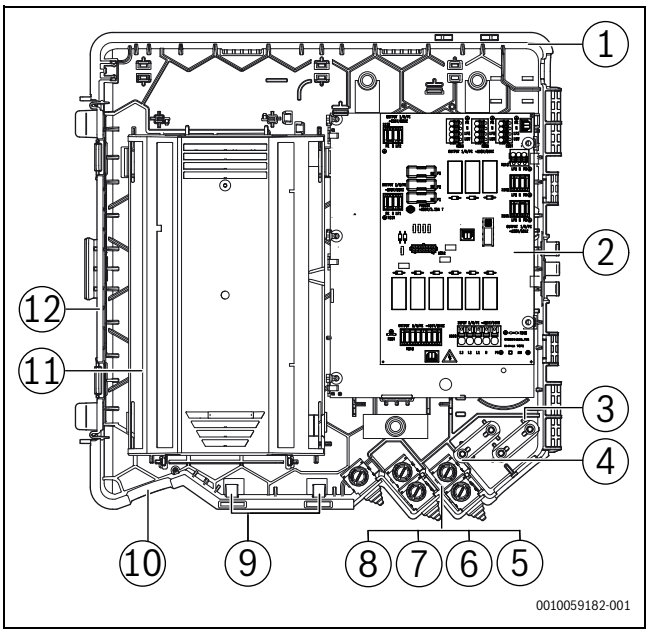

Afb. 40 Kabelinstallatie in het aansluitbereik voor de vermogenskabel
- Bevestig de hoofdstroomvoorzieningskabel (om de elektrische bijverwarming van stroom te voorzien) met de klem [3] (→ afb. 40, pagina 31) en sluit aan op aansluitstekker **X200**.
- Bevestig de hoofdstroomvoorzieningskabel (om de elektrische bijverwarming van stroom te voorzien) met de klem [3] (→ Fig. 40, pagina 31) en sluit aan op aansluitstekker **X200**.